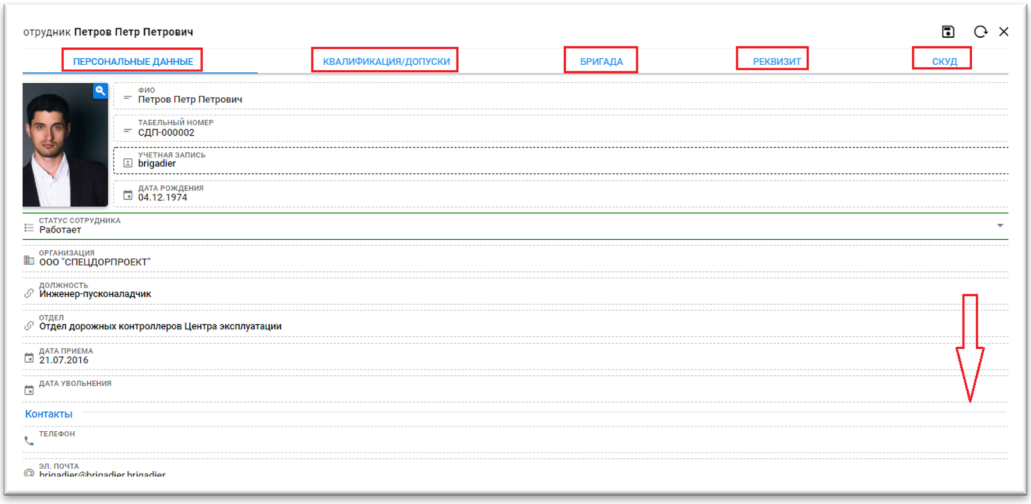

Рисунок 61 - Вкладка «Сотрудник», доступные опции
- Выбор сотрудника для просмотра личной карточки и подробной информации (Рис. 61): табельный номер; рабочий статус; должность; дата приема; квалификация; допуски к работам; бригада, в составе которой работает сотрудник; реквизит, закрепленный за сотрудником; информация в рамках системы СКУД (система контроля и управления доступом);